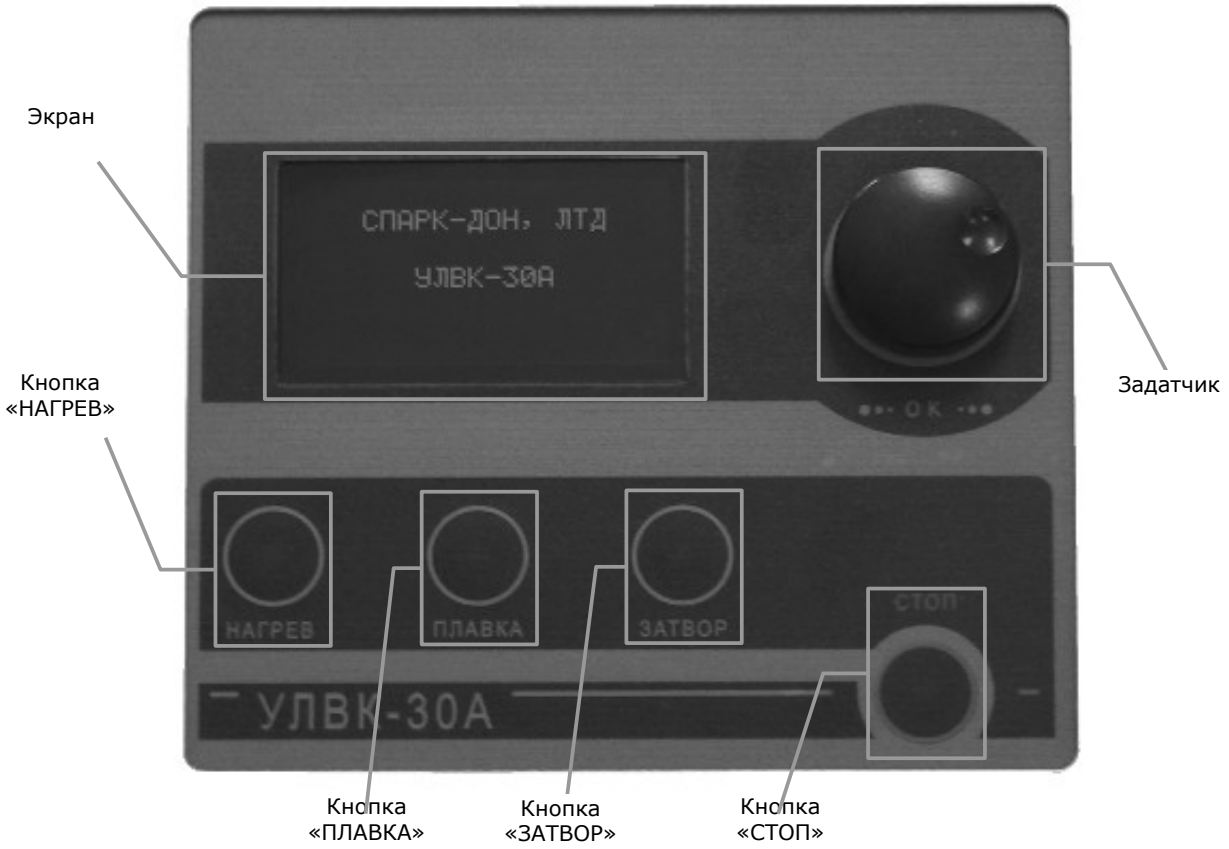

Рисунок 2. Лицевая панель установки
6.5 При использовании для прессования сжатого воздуха (аргон не используется) выполните соединения в соответствии с рис.2 Приложения 4. Шланги от тройника из комплекта поставки соедините со штуцерами «ВОЗДУХ» и «АРГОН/ВОЗДУХ», а третий свободный конец тройника соедините шлангом с источником сжатого воздуха. Зафиксируйте шланги хомутами из комплекта поставки.